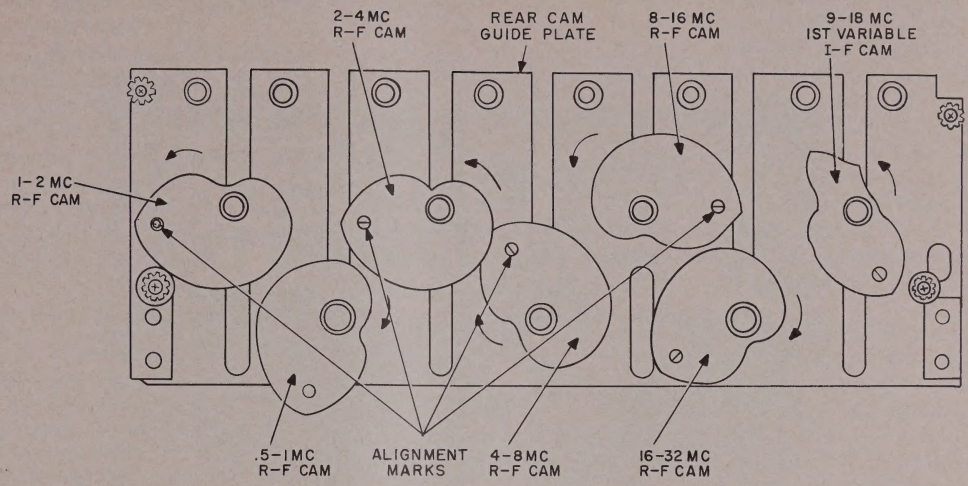

Figure 65. Rf and if. cams, rear view (synchronized at 2 mc).
c. Loosen clamp A (fig. 59). Rotate the 0.5- to 1.0-mc rf cam until the hole in the rear cam is aligned with the alignment mark on the rear cam guide plate (fig. 65). Tighten clamp A.
d. Loosen clamp B (fig. 59). Rotate the 1.0- to 2.0-mc rf cam until the hole in the rear cam is aligned with the alignment mark on the rear cam guide plate (fig. 65). Tighten clamp B.
e. Loosen clamp C (fig. 59). Rotate the 2.0- to 4.0-mc rf cam until the hole in the rear cam is aligned with the alignment mark on the rear cam guide plate (fig. 65). Tighten clamp C.
f. Loosen clamp D (fig. 59). Rotate the 4.0- to 8.0-mc rf cam until the hole in the rear cam is aligned with the alignment mark on the rear cam guide plate (fig. 65). Tighten clamp D.
g. Loosen clamp E (fig. 59). Rotate the 8.0- to 16.0-mc rf cam until the hole in the rear cam is aligned with the alignment mark on the rear cam guide plate (fig. 65). Tighten clamp E.
h. Loosen clamp F (fig. 59). Rotate the 16.0- to 32.0-mc rf cam until the hole in the rear cam is aligned with the alignment mark on the rear cam guide plate (fig. 65). Tighten clamp F.
i. Loosen clamp G (fig. 59). Rotate the 9- to 18-mc first variable if. cam until the hole in the rear cam is aligned with the alignment mark on the rear cam guide plate (fig. 65). Tighten clamp G.
Frequency (kc)	Adjust trimmer (fig. 65) for maximum indication on ME-26/U